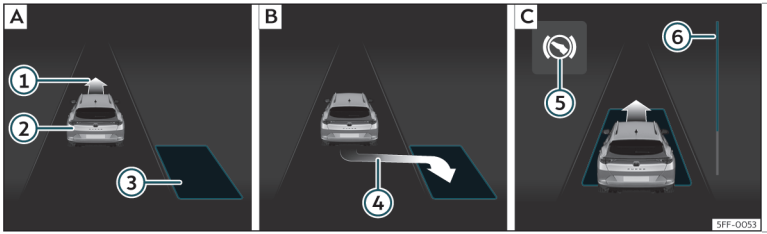
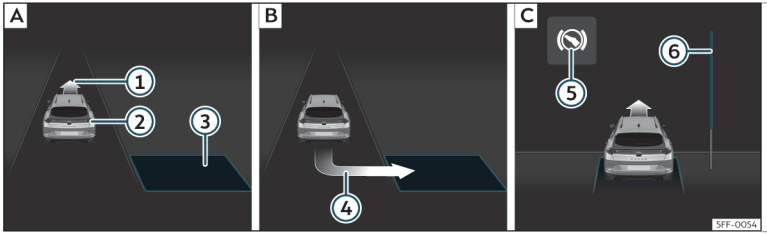

Fig. 180 Sul display del quadro strumenti: Parcheggiare in linea. A Cercare uno spazio di parcheggio. B Posizione di parcheggio. C Manovrare.
Fig. 181 Sul display del quadro strumenti: parcheggiare a pettine. A Cercare uno spazio di parcheggio. B Posizione di parcheggio. C Manovrare.
- Nella visualizzazione del display del quadro strumenti controllare se lo spazio è stato rilevato come "idoneo" ed è stata raggiunta la posizione corretta per parcheggiare ››› **fig. 180** B o››› **fig. 181** B. Lo spazio sarà stato considerato "idoneo" se nel display del quadro strumento compare l'indicazione di parcheggio ④.
- Retrocedere finché non si sentirà il segnale continuo del ParkPilot; **OPPURE:** spostarsi in retromarcia finché nel display del quadro strumenti non comparirà l'indicazione di spostarsi con la marcia in avanti››› **fig. 180** C o››› **fig. 181** C; **OPPURE:** finché nel display del quadro strumenti non comparirà il messaggio **`Park Assist terminato`**. La barra di avanzamento ⑥ indica la distanza che si deve percorrere››› pag. 289 .
- Retrocedere finché non si sentirà il segnale continuo del ParkPilot; **OPPURE:** spostarsi in marcia avanti finché nel display del quadro strumenti non comparirà l'indicazione di spostarsi in retromarcia. L'assistente al parcheggio dirige il veicolo con la marcia in avanti e in retromarcia fino a posizionarlo al centro dello spazio di parcheggio››› **fig. 180** C o››› **fig. 181** C.
La barra di avanzamento ››› **fig. 180** ⑥ e››› **fig. 181** ⑥ mostra simbolicamente nel display del quadro strumenti la distanza relativa ancora da percorrere. Maggiore è la distanza, maggiore sarà il riempimento della barra di avanzamento. Circolando con la marcia in avanti, il contenuto della barra di avanzamento diminuisce verso l'alto, e circolando in retromarcia, diminuisce verso il basso.